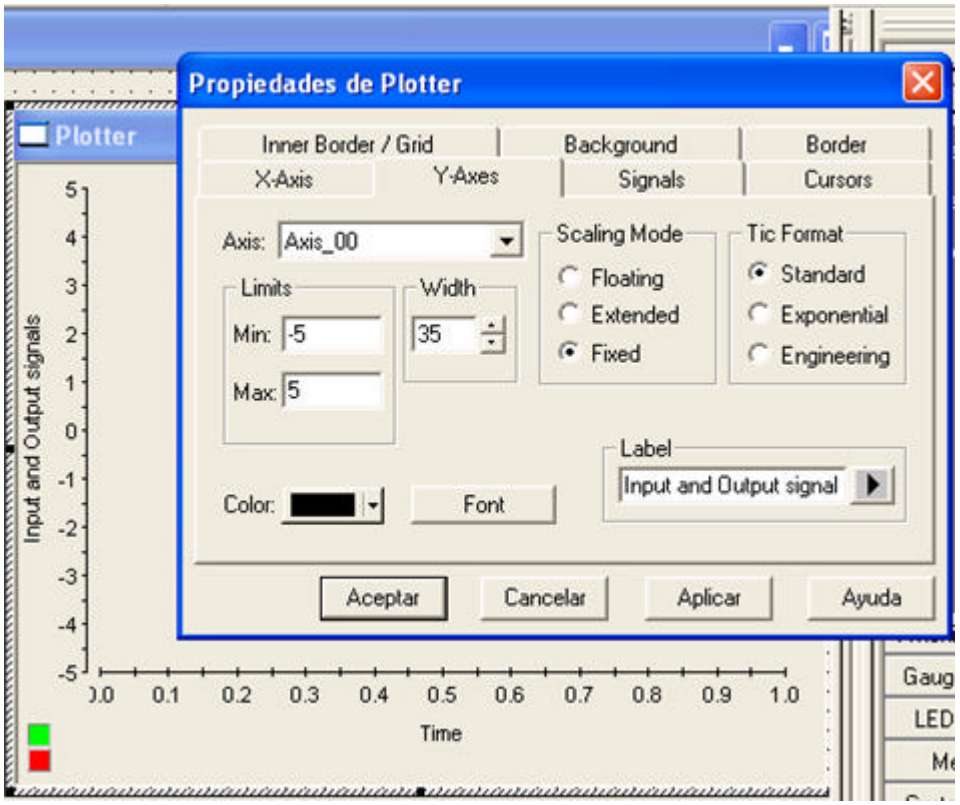

Figura 2.15: Ventana Propiedades de Plotter
- Ajuste los límites de Y, Ancho, Modo de escalamiento como se muestra en la figura 2.15.